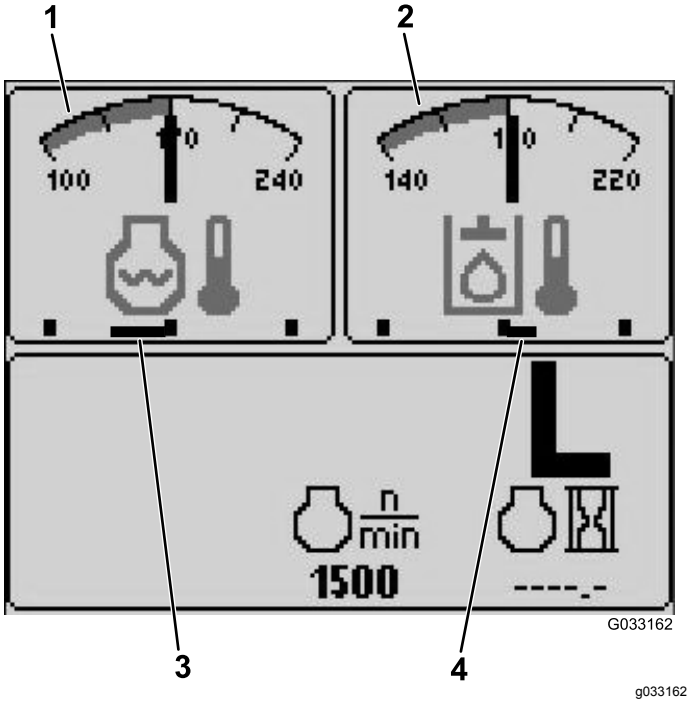

Figur 18
- Indikator for hydraulikkvæsketemperatur og vifte – øvre, høyre skjerm (Figur 18)
Merk: I eksemplet Figur 18, kjører kjøleviftene for hydraulikkvæsken i 25 % hastighet forover.
- Indikator for motorkjølevæskens temperatur og vifte – øvre, venstre skjerm (Figur 18)
Merk: I eksemplet Figur 18, går motorkjølevæskens vifter i 50 % hastighet i revers.
Vifteretningen er også angitt på skjermen for motorkjølevæskens temperatur og skjermen for hydraulikkvæsketemperaturen. Viftene går forover hvis linjen er til høyre for nummertegnet i midten. Viftene går i revers hvis linjen er til venstre for nummertegnet i midten (Figur 18).
Denne skjermen viser hydraulikkvæsketemperaturen og kjøleviftestatusen (Figur 18).
Denne skjermen viser motorkjølevæskens temperatur og kjøleviftestatusen (Figur 18).